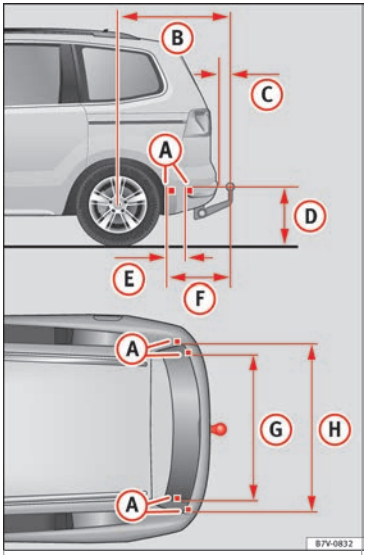

Afb. 231 Maten en bevestigingspunten voor op een later stadium inbouwen van een trekhaak voor de aanhangwagen.
In elk geval moet u bij het inbouwen van de trekhaak voor de aanhangwagen de scheidingsmaten respecteren. De afstand tussen het midden van de stang met kogelkop en het wegdek ››› afb. 231 (D) mag niet kleiner zijn dan de aangeduide afstand. Dat geldt ook bij volledig beladen wagen inclusief de maximale kogeldruk.
Scheidingsmaten ››› afb. 231: